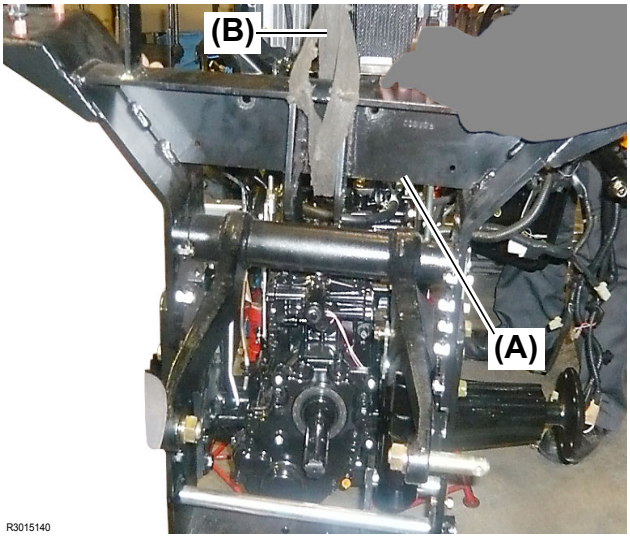

Fig. 4
1. Set a sling secured to a crane **(Fig. 4, (B))** at the center of the rear frame upper **(Fig. 4, (A))** and lightly lift up so as to prevent the rear frame upper **(Fig. 4, (A))** from falling.